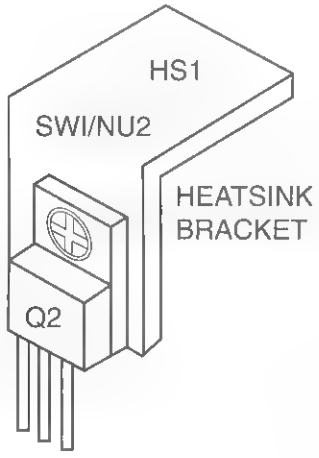

Figure 35-3 *Fabrication of heatsink*
2. Fabricate the heatsink bracket (HS1) as shown in Figure 35-3 from a .75 × 2 × .065-inch aluminum piece. Bend it 90 degrees at its midsection and drill a hole for the SW1/NU1 screw and nut. Attach it to Q2 as shown.